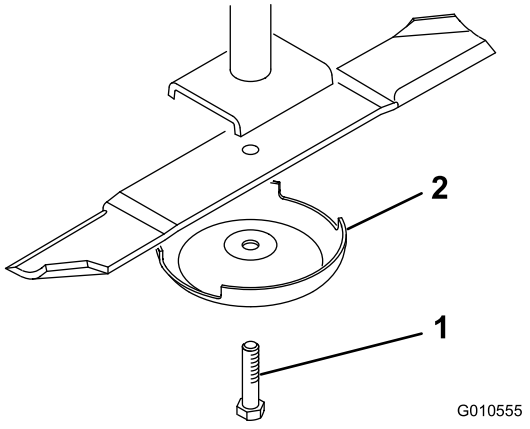

Figura 24
4. Afferrate l'estremità della lama con un cencio o un guanto bene imbottito. Togliete il bullone, la coppa antistrappo e la lama dall'asse del fusello (Figura 24).